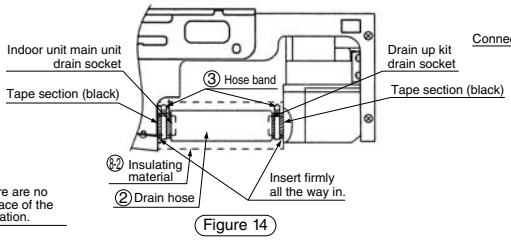
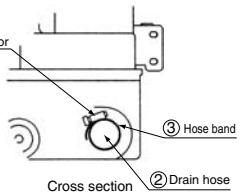

Figure 14
Figure 15
(4) Connect the indoor unit drain socket and the drain up kit drain socket with the attached drain hose ② inserting it all the way in, and wrap it firmly with the hose band ③ within the area designated by the black tape on the hose end. Make sure the hose band connector comes to the top, as in (Figure 15). (Figure 14)